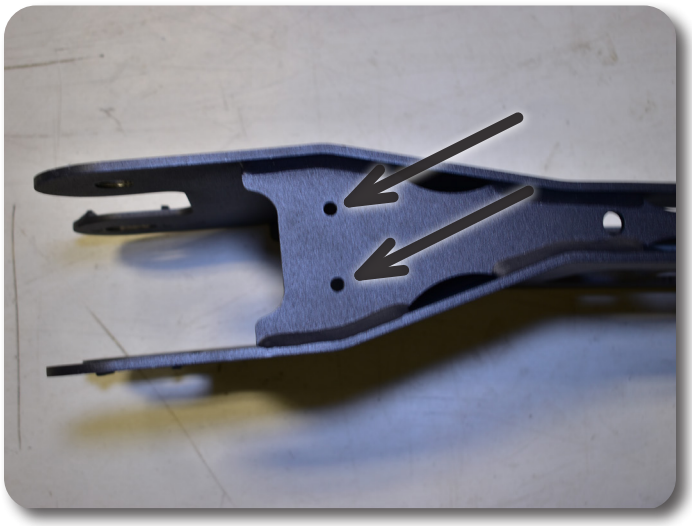

Figure 15
33. Attach the ABS wires to the new radius arms using the provided mountable zip ties installed into the small holes located in the top of the radius arms. Figure 15 Tighten securely and cut off access zip tie material.